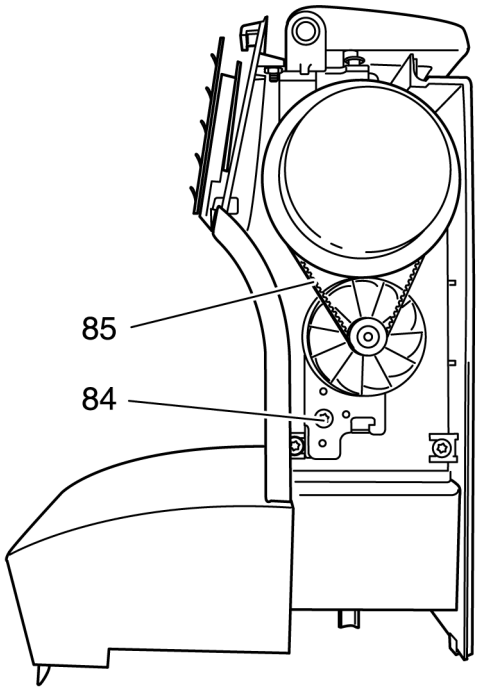

Рис. 101
- Выверните крепежный винт 84 (рис. 101).
- Наденьте зубчатый ремень на маховое колесо (рис. 101).
- Установите на место двигатель и заведите шкив двигателя в зубчатый ремень 85 (рис. 101).